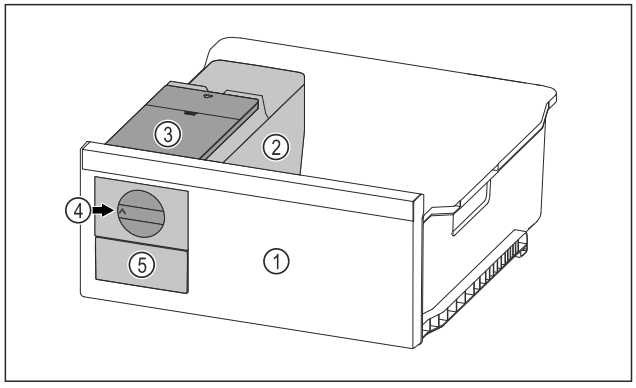

Fig. 160 Représentation à titre d'exemple
▶ Tourner le bouton rotatif *Fig. 160 (4)* dans le sens horaire jusqu'à la butée.
▷ Les glaçons tombent du bac à glaçons dans le tiroir à glaçons *Fig. 160 (5)*.